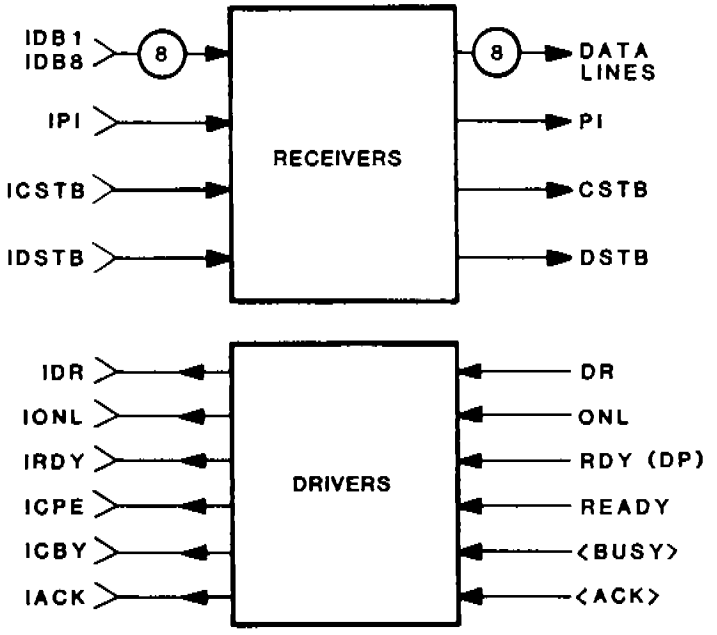

FIGURE 4-8.
1. If the printer fails to operate with the Exerciser, see Figure 4-8, a block diagram of the printer/host computer interface. Use the Exerciser to determine that the data lines and strobes are changing state at the receiver outputs and that the drivcer outputs are returning status information to the host computer.